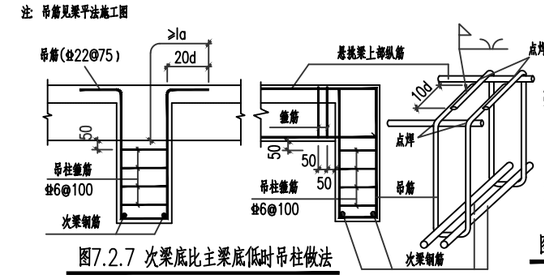

图7.2.7 次梁底比主梁底低时吊柱做法
7.2.7 当次梁底比主梁底低、悬挑端部次梁比悬挑梁低时，其构造做法详图7.2.7。